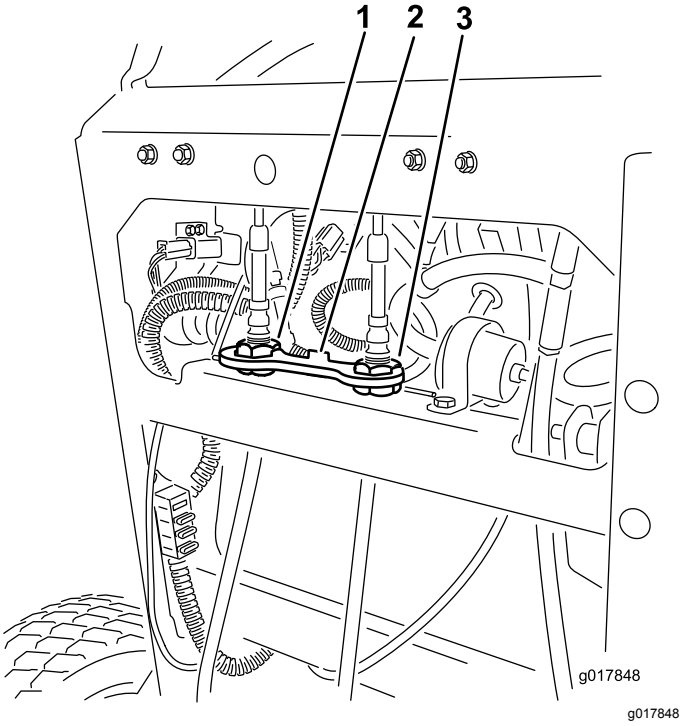

Figuur 71
6. Plaats de kabelvergrendeling op de kabelafstellingmoeren om de afstelling te borgen (Figuur 71).